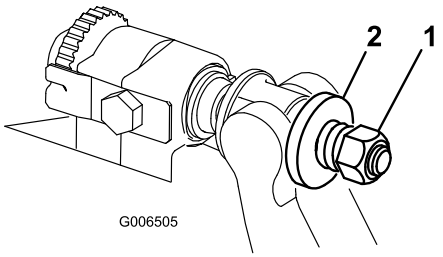

Figuur 29
3. Draai de veerspanningsmoer vast totdat de veer is ingedrukt; draai deze vervolgens een 1/2 slag terug (Figuur 29).